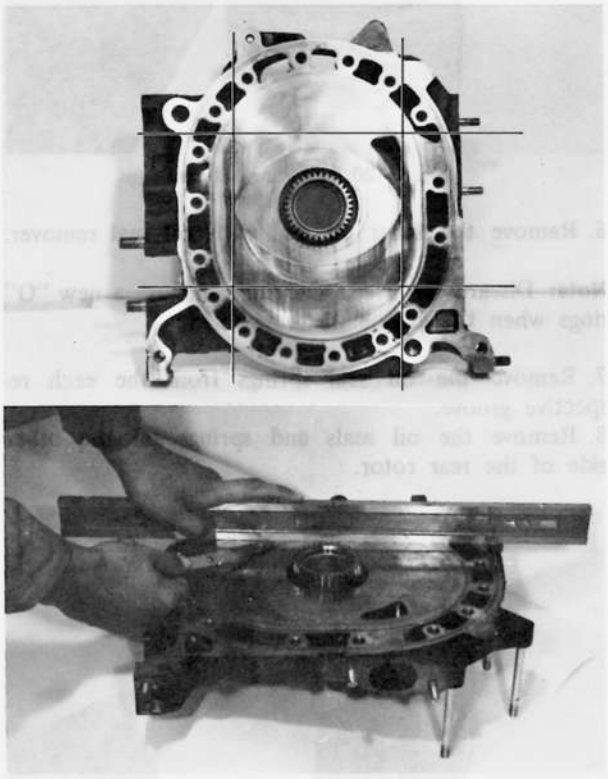

Fig. 1–26 Checking housing distortion
1. Check for housing distortion by placing a straight edge on the housing surface. Measure the clearance between the straight edge and the housing surface with a feeler gauge, as shown in Fig. 1–26. If the distortion exceeds **0.04 mm (0.0016 in)**, reface or replace the housing.
2. Check for wear on the rotor sliding surfaces of the housing and joint surfaces with rotor housing as shown in Fig. 1–27.